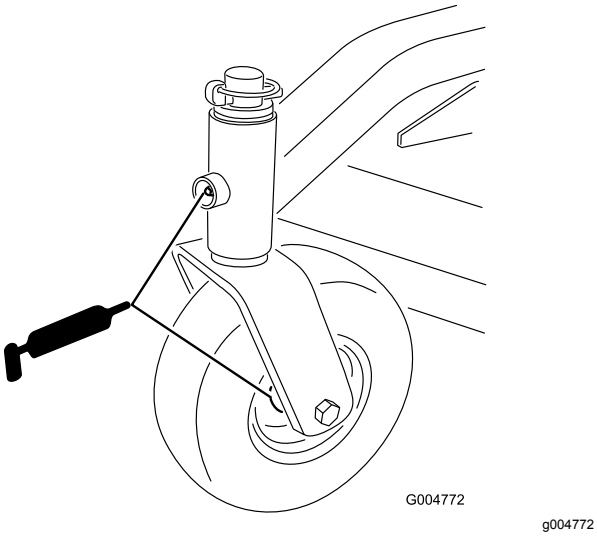

**Figur 15**
- Forreste styrehjuls spindelbøsninger (Figur 15)
- Forreste og bageste styrehjuls lejer (Figur 15)